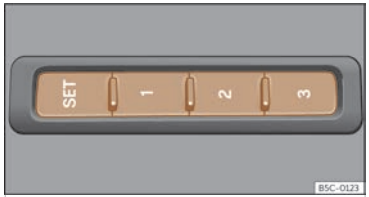

**Fig. 92** On the outer side of the driver's seat: memory buttons.
- Press SET for longer than 1 second >>> **Fig. 92**.